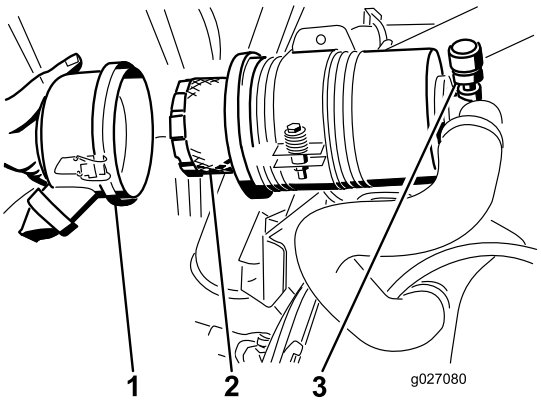

**Figur 54**
4. Afmonter og udskift filteret (Figur 54).